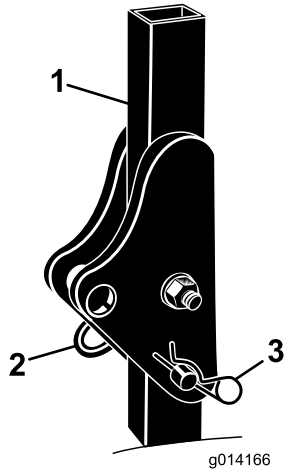

Figur 3
1. Fjern splitterne og pindene fra styrtbøjlen (Figur 3).
2. Hæv styrtbøjlen til oprejst position, og monter de to pinde, og fastgør dem med splitterne (Figur 3).